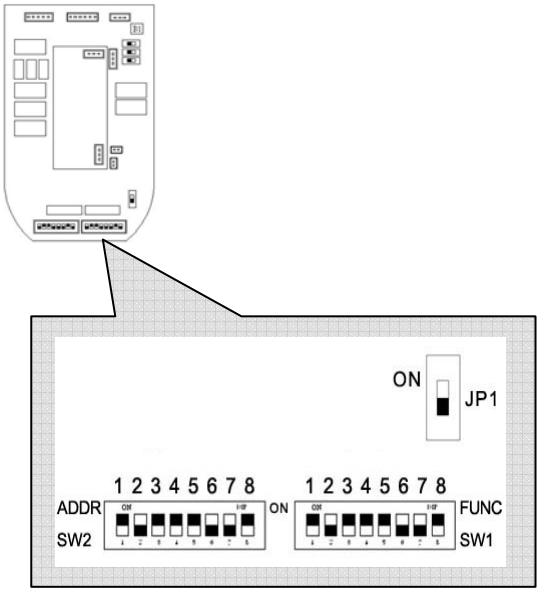

图 6
3、当多台云台连接时，应将位于 RS-485 通讯线的末端云台解码板上的开关 JP1 拨至“ON”位置（位置见图 6）。
※ 注：图 6 中标识“ADDR”右边是八位地址拨码开关，具体设置见表 4；标识“FUNC”左面是八位功能拨码开关。
1、YD 系列云台中解码板上的八位拨码开关(SW2)为 ID 地址拨码开关（位置见图 6）;